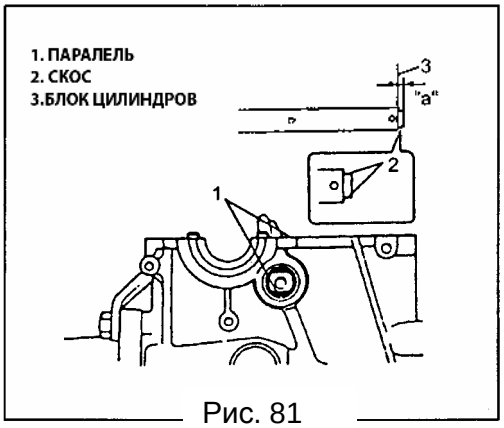

Рис. 81
5) Установите вал рокеров так, чтобы скос был параллелен с поверхностью контакта крышки головки блока цилиндров. Гладкая поверхность резервной части для точки поворота впускного рокера (Рис. 81).